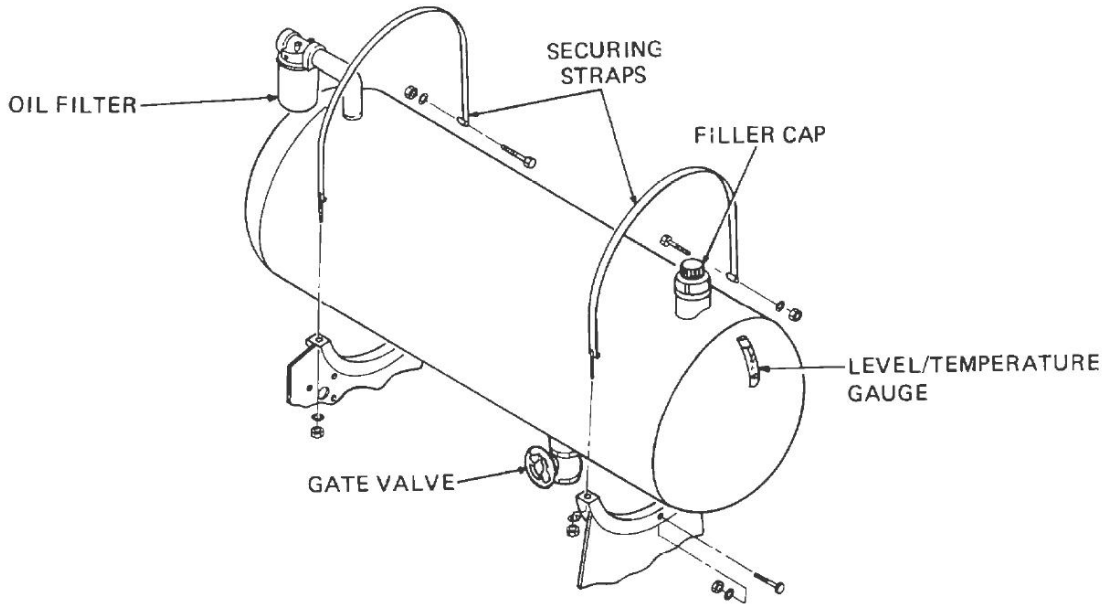

Figure 42 Hydraulic Oil Reservoir
k. Remove the bolt, nut and washer from the bracket at the base of the reservoir on the right-hand side of the truck (Figure 42).
a. Remove and discard the oil filter then unscrew the oil filter adapter (Figure 42).